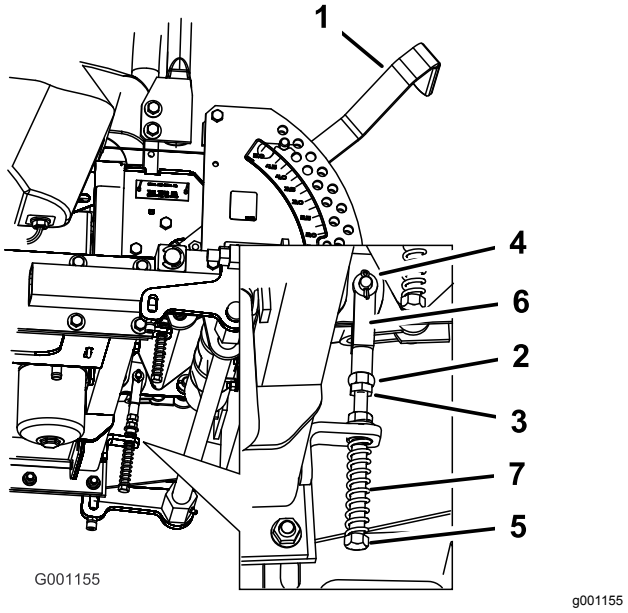

Figur 67
8. Hvis justering er nødvendig, skal møtrikken og kontramøtrikken løsnes mod gaflen (Figur 67).
9. Foretag et let, bagudgående tryk på bevægelseshåndtaget, drej hovedet på justeringsbolten i den rigtige retning, indtil håndtaget sidder i midten i den NEUTRALE LÅSEPOSITION (Figur 67).
10. Spænd møtrikken og kontramøtrikken (Figur 67).